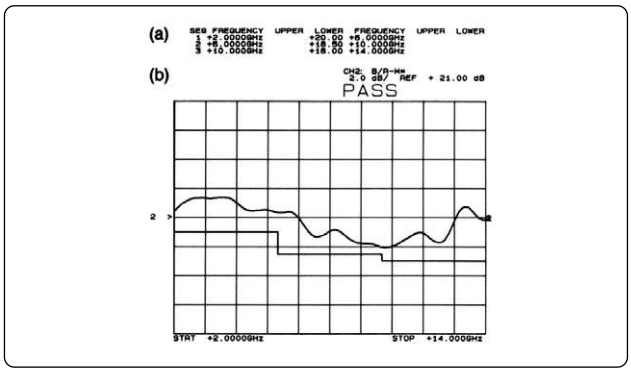

Figure 12. (a) Example limit line entries for minimum gain specification and (b) plot showing limit lines, gain trace and PASS/FAIL status.
5. Turn on limit lines by selecting [DONE], then [LIM LNS ON]. Figure 12 shows an example limit entry with 3 flat segments.